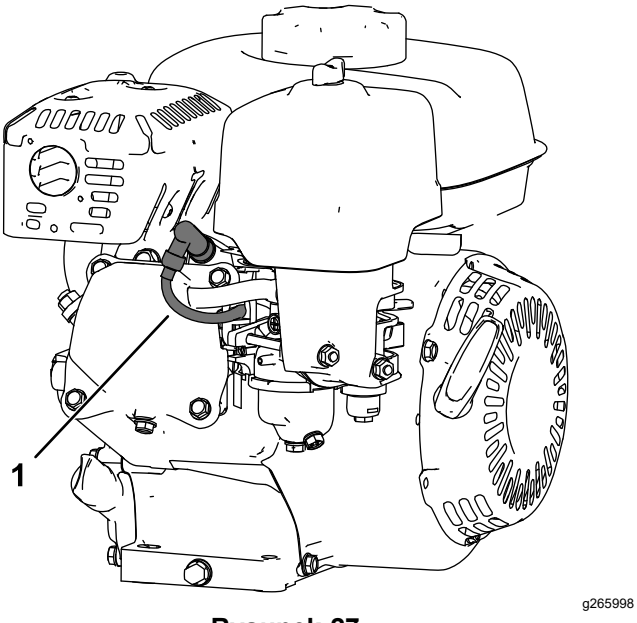

Rysunek 27
5. Odłącz przewód od świecy zapłonowej (Rysunek 27).